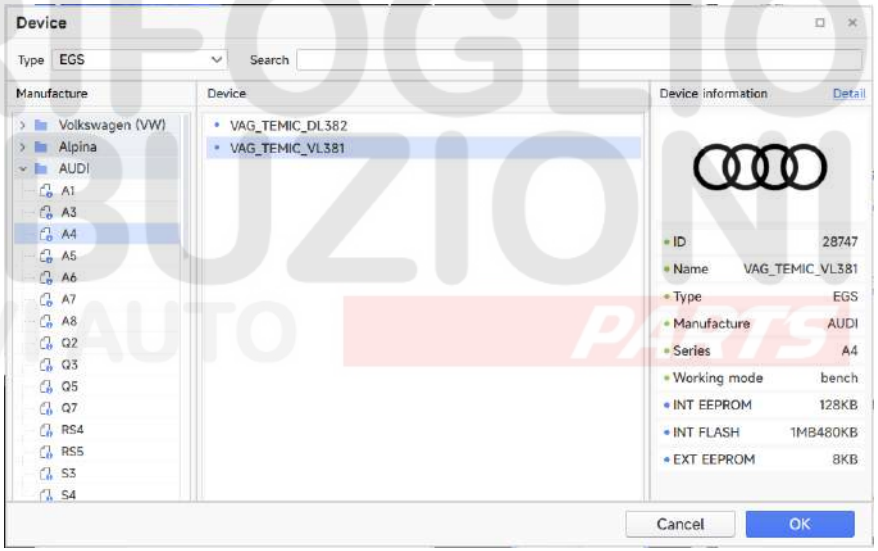

Figure 9.2.1
1. Select the module type'Transmission/Audi/VL381' as shown in Figure 9.2.1.